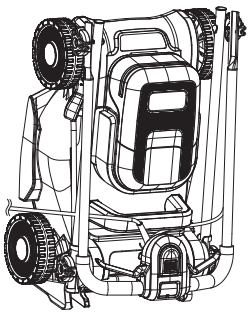

Fig. 24
9. Guarde o corta-relva numa posição plana ou na vertical (Fig. 24).